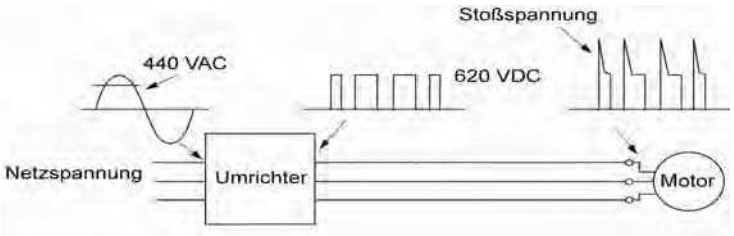

Abbildung C.1 Spannungswellenformen der individuellen Abschnitte
Da jedoch Induktanz (L) und Streukapazität (C) in der Verkabelung zwischen dem Umrichter und dem Motor vorliegen, verursacht die Spannungsschwankung aufgrund des Schaltens der Umrichterelemente eine Stoßspannung, die in LC-Resonanz entsteht, und bewirkt, dass Hochspannung an den Motorklemmen hinzugefügt wird. (Siehe Abbildung C.1)